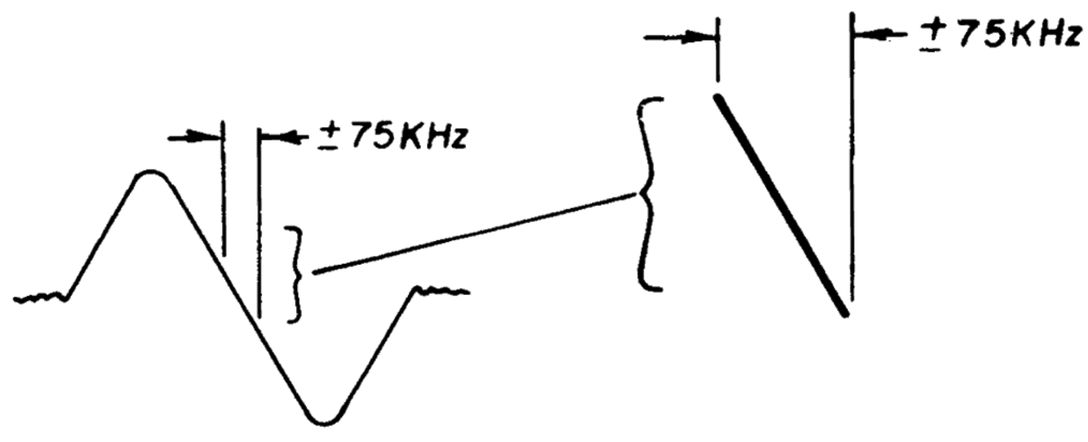

Figure 5
5. DETECTOR ALIGNMENT USING AN OSCILLOSCOPE: To align the FM detector, leave the FM generator connected as in Step 1, and move the oscilloscope lead to the REC output jack on the rear panel. The detector recovered audio can also be observed at Test Point 2 (TP-2). Reduce the modulation to ±75KHz. Adjust the bottom core of the detector transformer, T201, for a 0 VDC reading on a voltmeter connected across R214 or adjust for zero indication on the receiver zero center tuning meter. The top core of the transformer, T201, is adjusted for best linearity as observed on the oscilloscope (see Figure 5). Recheck the voltmeter 0 VDC reading and readjust the bottom core again, if necessary.